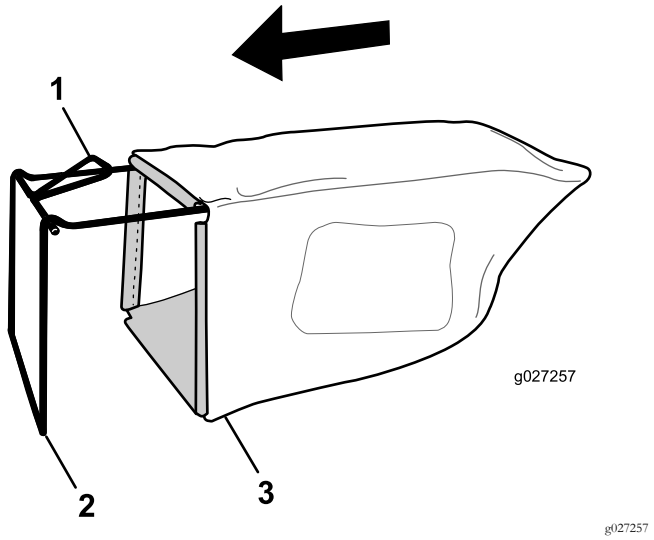

Figure 9
1. Glissez le bac sur l'armature, comme montré à la Figure 9.
Remarque: Ne passez pas le bac par dessus la poignée (Figure 9).